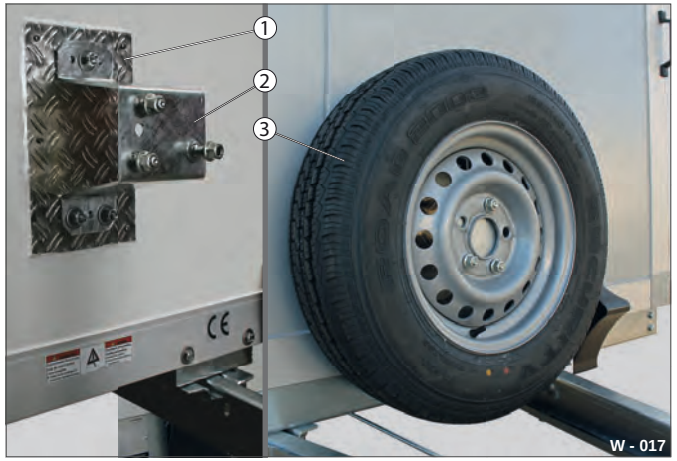
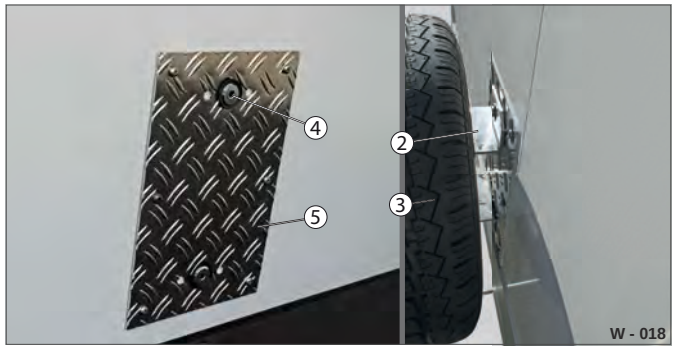

Fig. 19 Eksempel: Reservehjul på frontvæggen
Fig. 20 Fastgørelse af reservehjulet
▶ Kontrollér, at skruesamlingerne (Fig. 20 /4) til reservehjulholderen (Fig. 19 /2) sidder fast.